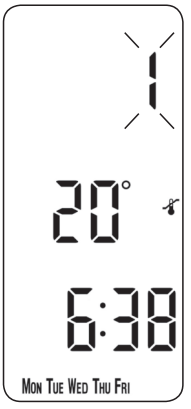

Fig. 22
a) Press the **PROG** button, the first preset time and temperature (Event 1 for Programme A) appears in display ***(Fig. 22)***.